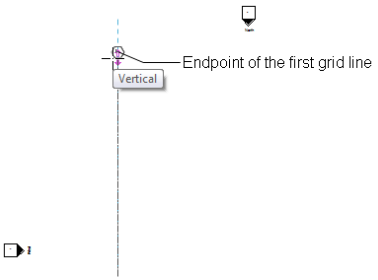

Figure 3-46 *Specifying the endpoint of the first grid line*
4. Move the cursor vertically up (at an angle of 90° from the horizontal plane) and click when it reaches near the **North** elevation arrow, refer to Figure 3-46 for location.